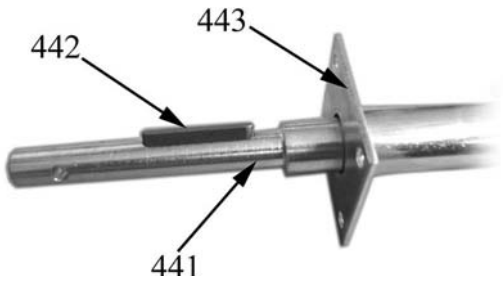

Fig. 44
Carry out the same operations in the reverse order to fit the spare part. Make sure that you position the key piece (item 442 in Fig. 44) that enables coupling the pin to the reduction gear properly.